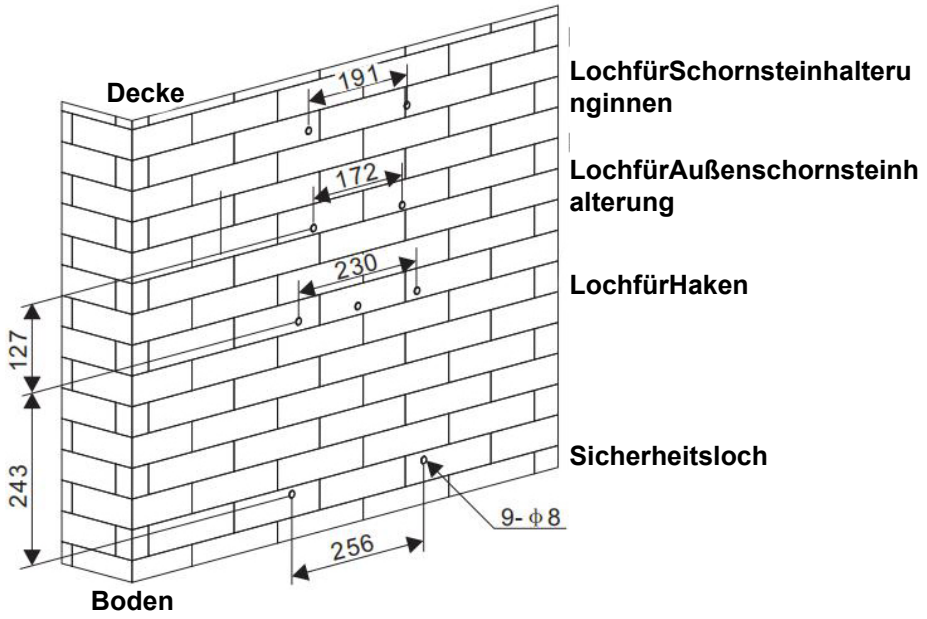
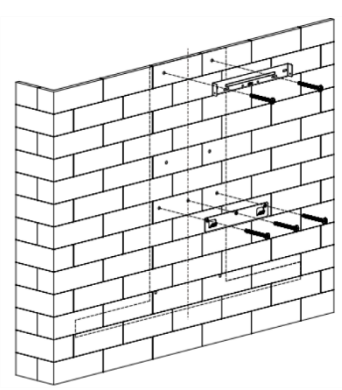

Abb. 2
Abb. 4
3.Nachdem Sie die Einbauhöhe der Dunstabzugshaube überprüft haben, bohren Sie 9 φ8 Löcher für den Haken, die Innenschornsteinhalterung, die Außenschornsteinhalterung und die Sicherheitslöcher, und setzen Sie dann Dübel in die Löcher ein. Siehe Abb. 2 und 3. Befestigen Sie den Haken und die innere Schornsteinhalterung mit Schrauben St4*40mm an der Wand. Siehe Abb. 4.